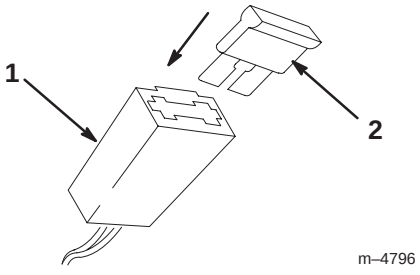

Figur 9
2. Montera säkringen i säkringshållaren enligt anvisningarna i figur 9.